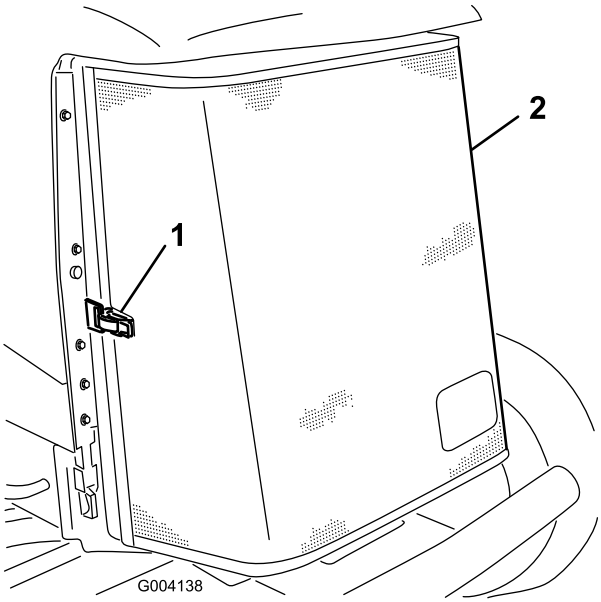

Figur 64
3. Lossa klämman och vrid upp det bakre gallret (Figur 64).